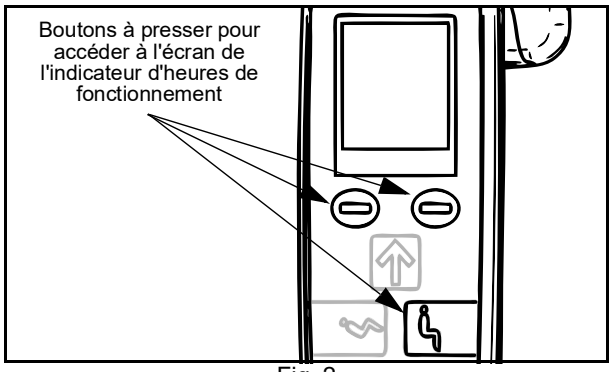

Fig. 2
2. À l'aide de la télécommande, appuyez simultanément sur les deux boutons situés juste en dessous de l'écran, ainsi que sur le bouton « Position assise » DPS (voir Fig. 2). Tout en maintenant les boutons enfoncés, allumez l'unité à l'aide du bouton de mise sous tension et maintenez les boutons enfoncés pendant encore trois secondes ou jusqu'à ce que vous entendiez une série de trois avertissements sonores.